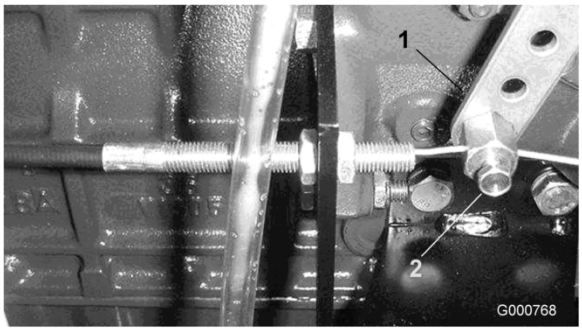

Figura 44
2. Allentate il connettore del cavo dell'acceleratore, sulla leva della pompa di iniezione (Figura 44).